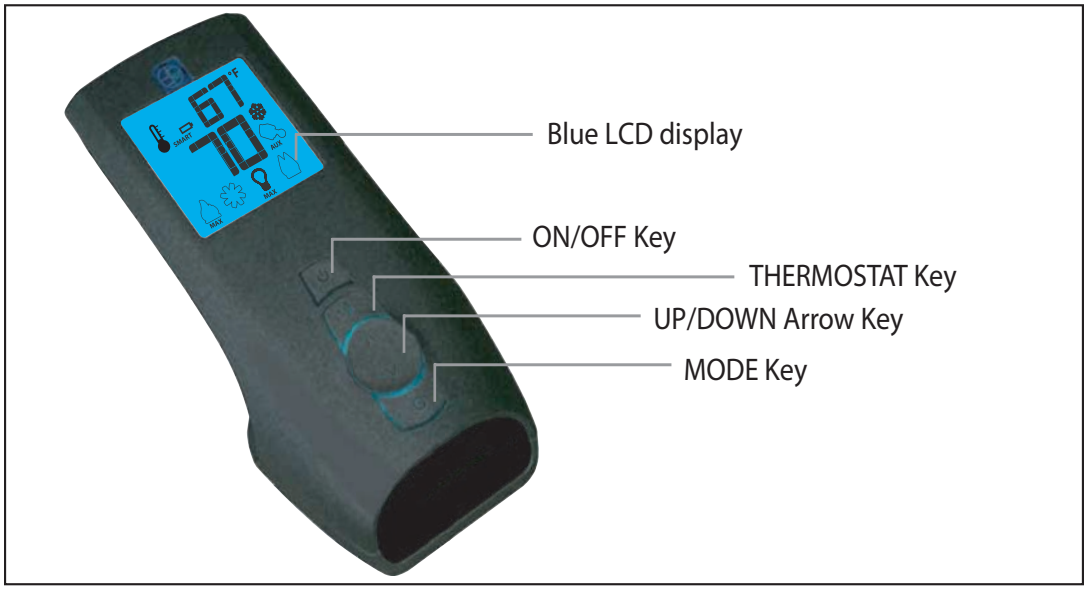
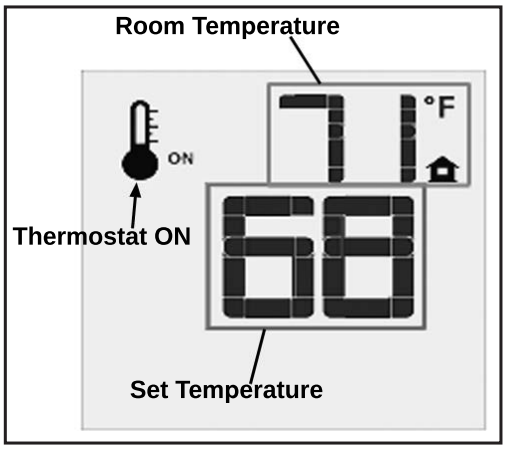
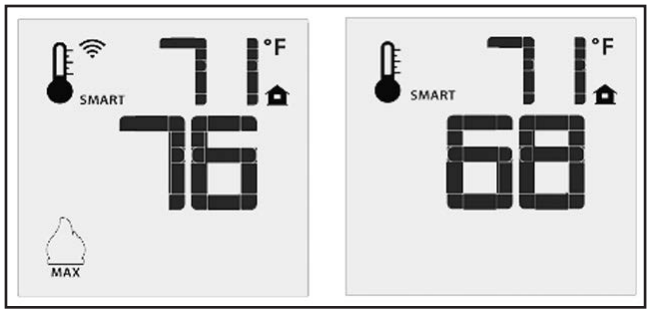
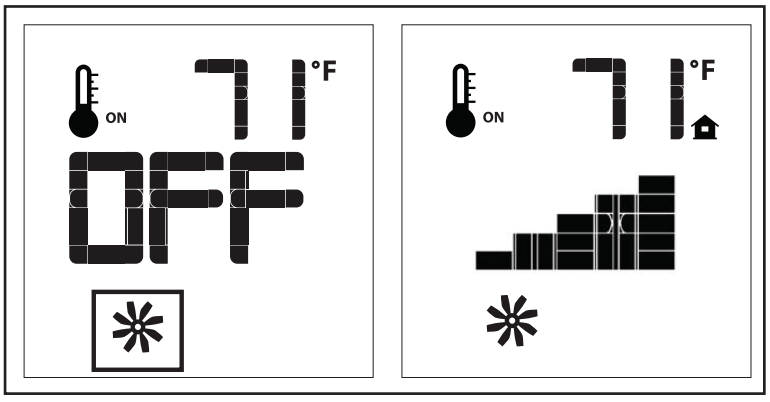

Figure 5: Proflame 2 Transmitter.
Figure 9: Remote Control Displays Set Temperature.
Figure 10: Remote Control's Smart Flame Function.
Figure 12: Fan Control
The Proflame 2 Transmitter is a remote control with a blue backlit lcd display. It uses a streamline design with a simple button layout and informative lcd readout (Figure 5). The Transmitter is powered by three (3) AAA type batteries. A Mode Key is provided to Index between the features and a Thermostat Key is used to turn on/off or index through Thermostat functions (Figure 5 & 6).
Press the ON/OFF Key on the Transmitter. The Transmitter LCD display will only show the room temperature and Icon (see Figure 9). A single "beep" from the IFC confirms reception of the command and both the pilot light (if the unit is not set to continuous pilot) and main burner will turn off.
The Remote Control can operate as a room thermostat. The thermostat can be set to a desired temperature to control the comfort level in a room. To activate this function, press the Thermostat Key (see Figure 5). The LCD display on the Transmitter will change to show that the room thermostat is "ON" and the set temperature is now displayed (see Figure 9). To adjust the set temperature, press the Up or Down Arrow Keys until the desired set temperature is displayed on the LCD screen of the Transmitter.
The Smart Thermostat function adjusts the flame height in accordance to the difference between the set point temperature and the actual room temperatures. As the room temperature gets closer to the set point the Smart Function will modulate the flame down. To activate this function, press the Thermostat Key (Figure 5) until the word "SMART" appears to the right of the temperature bulb graphic (Figure 10). To adjust the set temperature, press the Up or Down Arrow Keys until the desired set temperature is displayed on the LCD screen of the Transmitter.
The E44 comes with a convection fan that can be controlled with the Transmitter. The fan speed can be adjusted thorugh six (6) speeds. To control the fan press the MODE key (Figure 5) to index to the fan control icon (Figure 12). Use the UP/DOWN arrow keys to turn on, off, or adjust the fan speed (Figure 12). A single beep from the IFC will confirm the command has been received